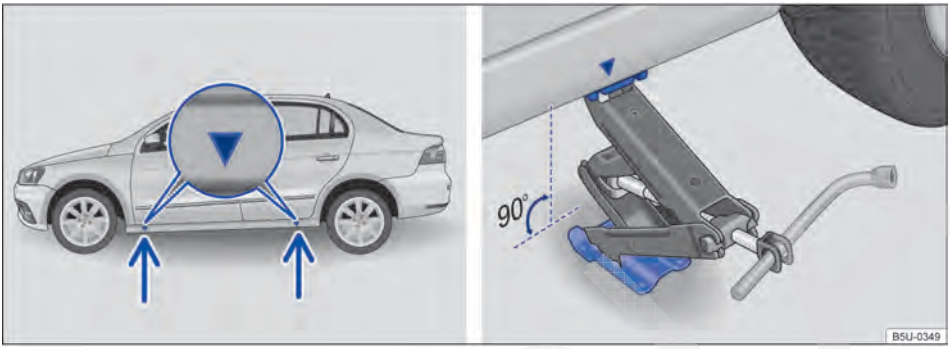

Fig. 141 Pontos de apoio do macaco e macaco posicionado no lado esquerdo traseiro do veículo.
O macaco somente pode ser posicionado nos pontos de apoio indicados (marcação na carroceria) → Fig. 141. É válido o ponto de apoio localizado próximo à roda correspondente → ⚠.
7. Procurar sob o veículo o ponto de apoio do macaco → Fig. 141, mais próximo da roda a ser trocada.
9. Garantir que a base do macaco, com toda sua superfície, esteja sobre o chão e que a base se encontre perpendicularmente abaixo do ponto de colocação → Fig. 141.
10. Alinhar o macaco e, simultaneamente, levantar a garra do macaco até ela se encaixar na travessa debaixo do veículo → Fig. 141.
- Posicionar o macaco somente nos pontos indicados. A garra do macaco deve se encaixar no perfil da longarina de forma segura → Fig. 141.